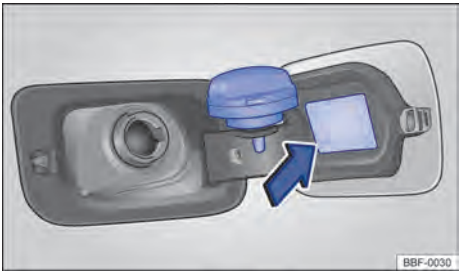

Fig. 132 Portinhola do tanque de combustível aberta com a tampa do tanque de combustível pendurada.
– Remover a tampa do tanque girando-a no sentido anti-horário e encaixá-la no suporte na portinhola do tanque → Fig. 132.